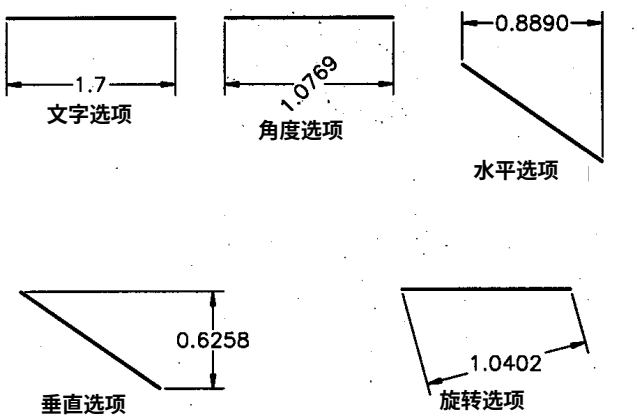

图6-17 Text、Angle、Horizontal、Vertical和Rotated选项
2) Text选项：该选项允许忽略缺省尺寸，见图 6-17。